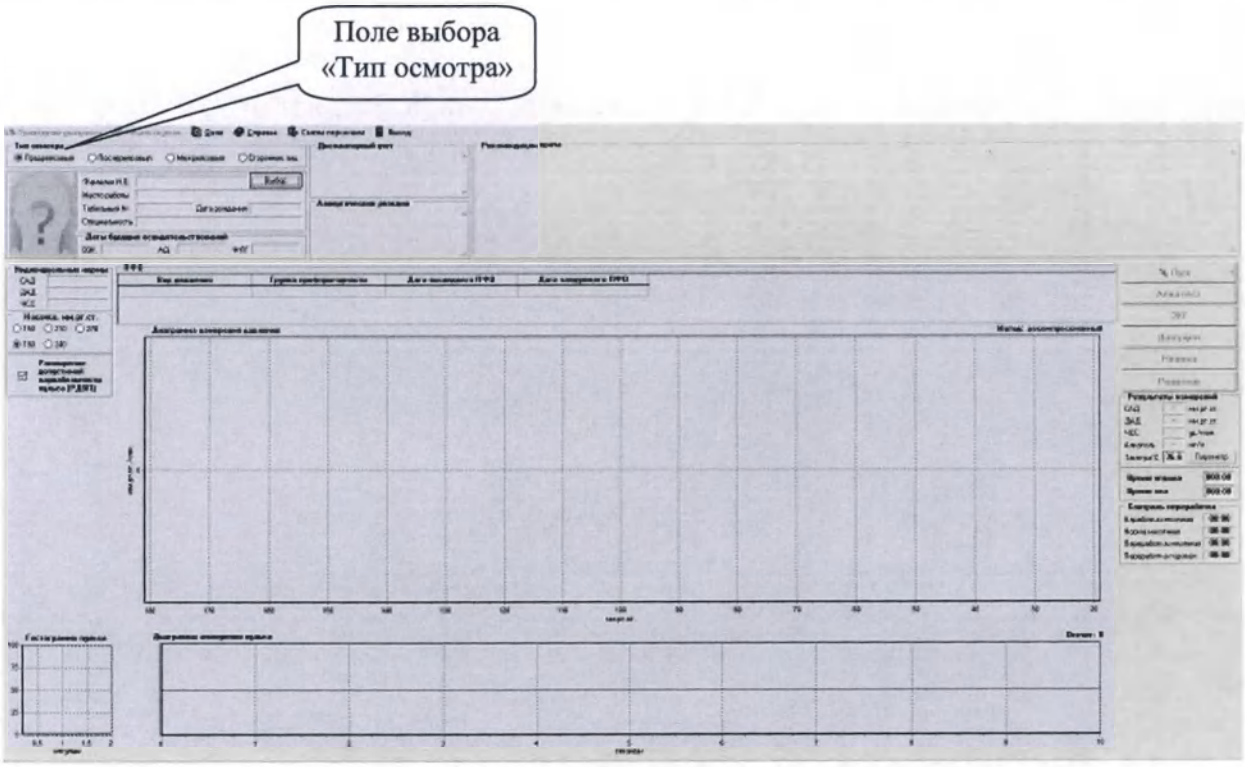

Рисунок 8.1
2.4.3.4 Для выбора типа осмотра подведите курсор мыши в поле **«Тип осмотра»** в верхней части экрана (рисунок 8.1) и с помощью курсора мыши выберите нужный тип осмотра. В этом случае рядом с наименованием типа осмотра появится метка в виде точки.